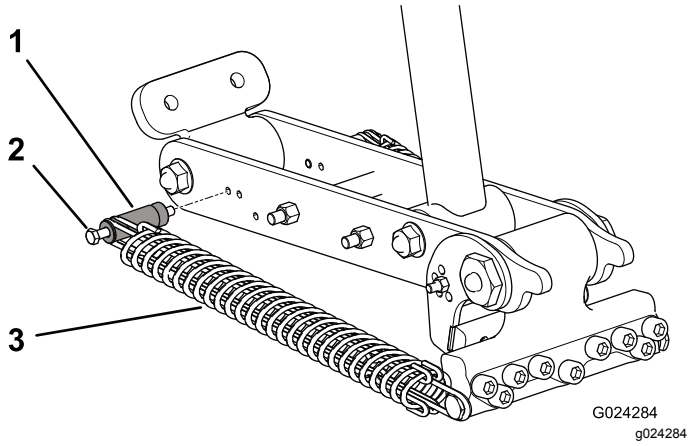
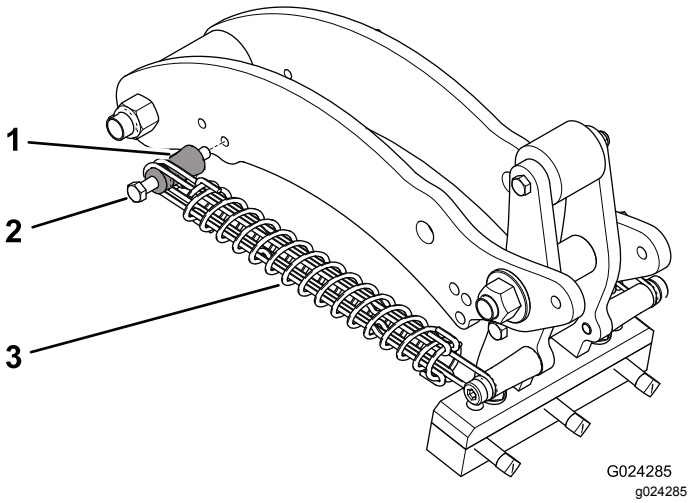

**Figur 41**
**Figur 42**
4. Ta bort muttern som låser fast skruven för fjäderns monteringshållare i länkarmen (Figur 41 eller Figur 42).
5. Ta bort bulten och monteringshållaren från länkarmen och sätt tillbaka dem i ett annat justeringshål (Figur 41 eller Figur 42).